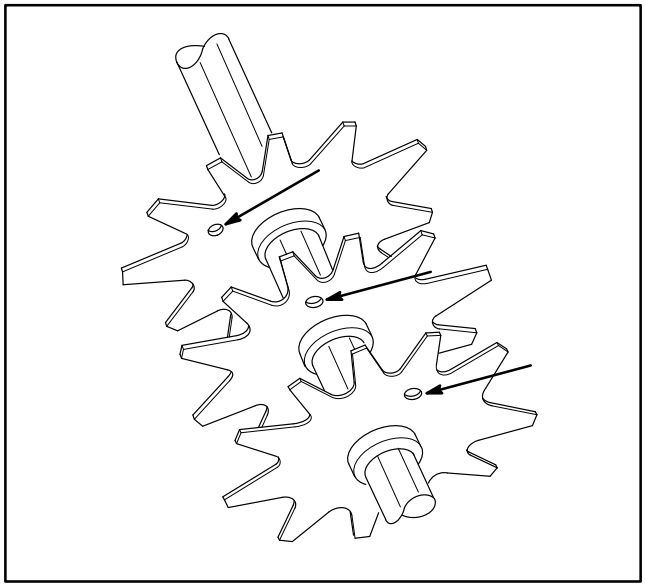

Figure 5
INSTALLING DETHATCHER BLADES (Fig. 5)
1. First, assemble (2) 1/4 in. spacer on reel shaft, then assemble a reel dethatcher blade.
4. Install the next blade counter−clockwise so the index reference hole is not aligned with the first blade hole by one hex of the shaft (Fig. 5). Continue to install spacers and blades in this manner until the full complement of blades have been installed. When properly assembled, the blades will be staggered in such a manner to give a helix appearance.